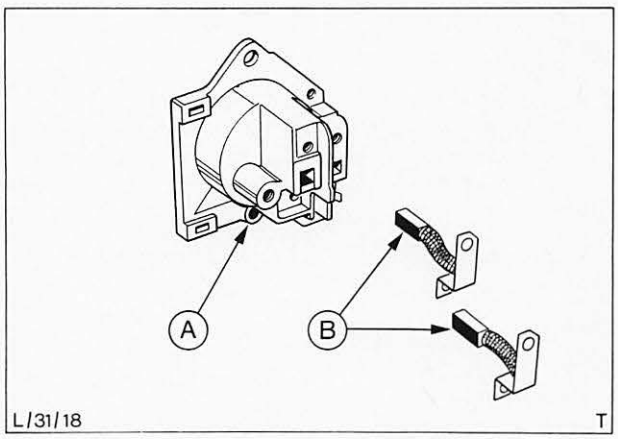

Abb. 68 A = Bürstenhalter
6. Kohlebürsten, „B" in Abb. 68, in den Bürstenhalter „A" einsetzen und mit den Halteschrauben befestigen.